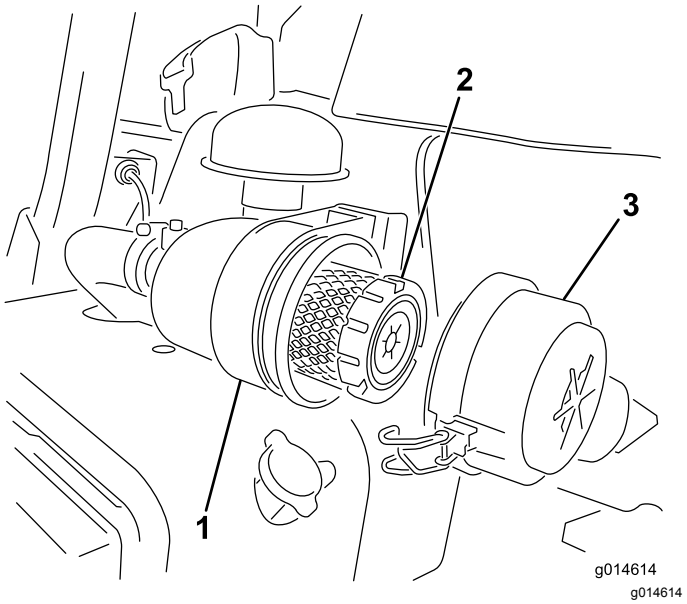

Figur 44
1. Utløs låsene som fester luftrenserdekslet til luftrenserhuset (Figur 44).
6. Fest låsene (Figur 44).